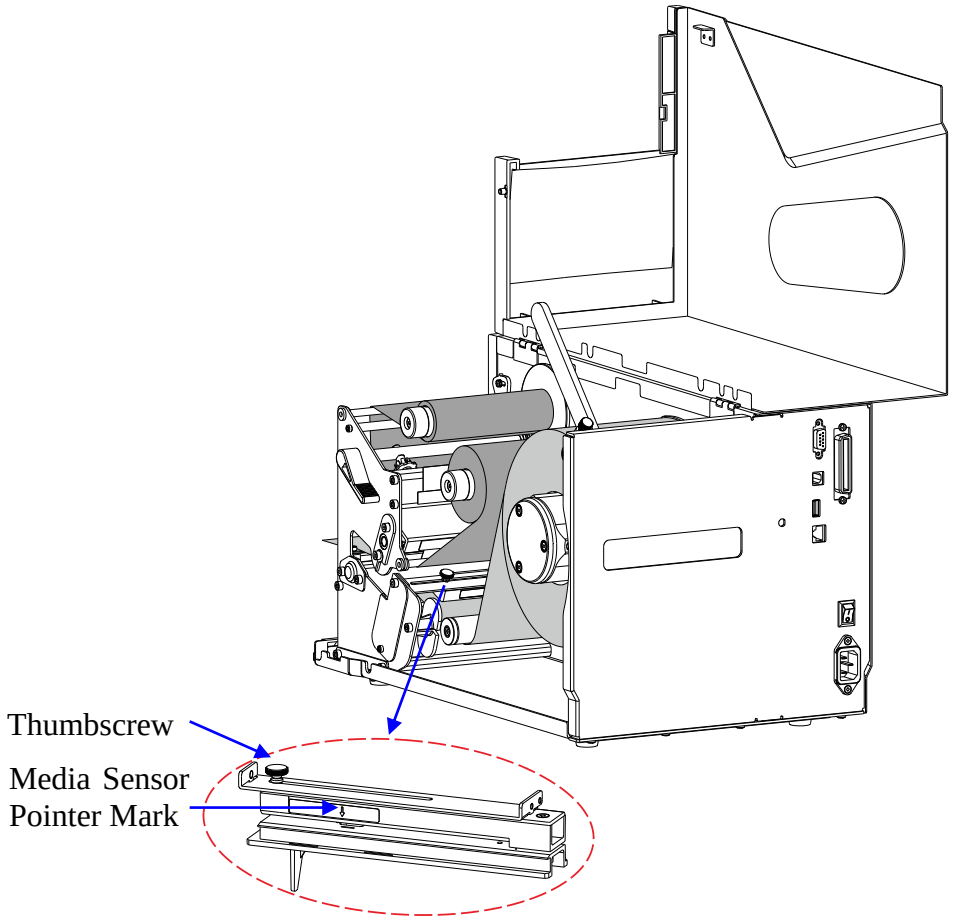

Figure 3-3 Adjust the Media Sensor Position
1. Turn the Lever counter clockwise to open the Printhead. Loosen the Thumbscrew and move the Media Sensor Assembly to the appropriate position, as shown in Figure 3-3. Adjust the Media Sensor to ensure that its position is directly over the gap, hole, notch or black mark.